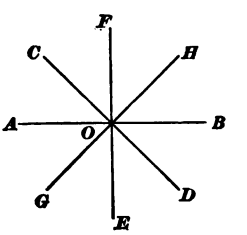

FIG. 15.
34. Also, if through a given point any number of straight lines be drawn, the sum of all the angles formed about the points of intersection equals four right angles, or 360°. Thus, in Fig. 15, angles $HOF + FOC + COA + AOG + GOE + EOD + DOB + BOH$ = 4 right angles, or 360°.